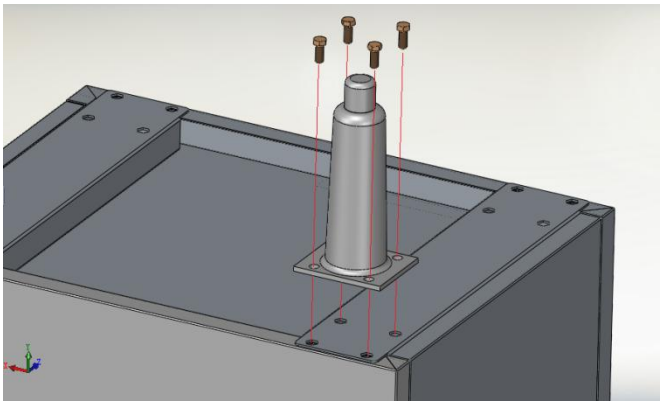

Fig. 2
3. Screw legs plate with four screws on the bottom until tight (Fig. 2). Use a pipe or strap wrench with a towel (so as not to scratch leg) if needed to firmly tighten legs.